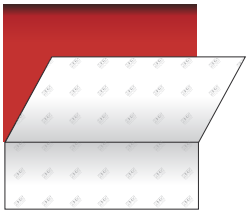

Figure 05
- Enlever alors la charnière, afin de continuer le retrait du liner, en fonction des surfaces rencontrées (cf sous paragraphes suivants). (FIG. 05)